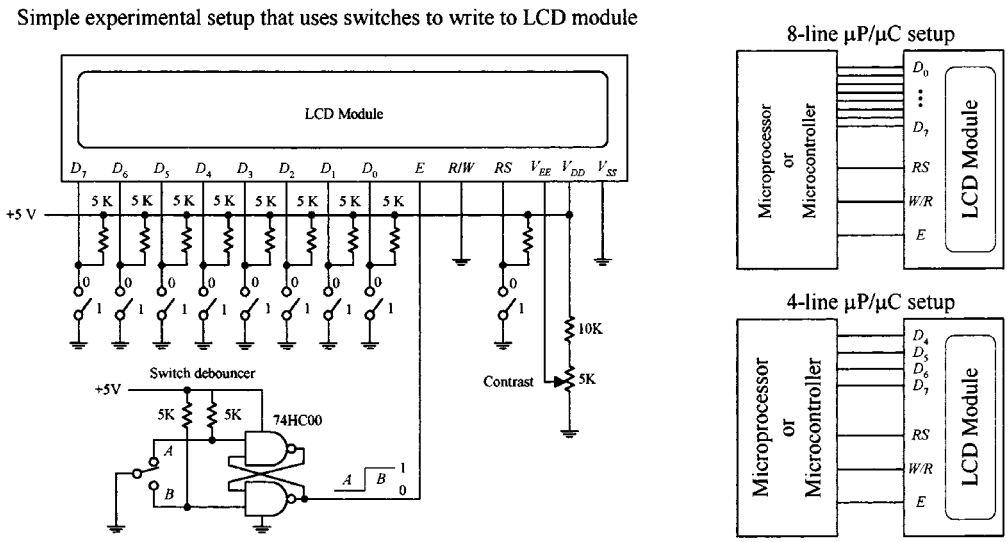

FIGURE I.19
Figure I.19 shows a simple test circuit that is quite useful for learning how to send commands and character data to the LCD module. (In reality, the LCD module is connected to a microprocessor or microcontroller, as shown to the left in the figure. We'll discuss these interfaces later in this section.) In this circuit, switches connected to data inputs use pullup resistors in order to supply a high (1) when the switch is open or supply a low (0) when the switch is closed. The enable input receives its high and low levels from a debounced toggle switch. Debouncing the enable switch prevents the likelihood of multiple enable signals being generated. Multiple enable signals tend to create unwanted effects, such as generating the same character over and over again across the display. The 5-kΩ pot is used for contrast. Note that in this circuit we've grounded the *R/W* line, which means we'll only deal with writing to the display.
The 4-bit transfer is frequently used when the LCD module is interfaced with a microcontroller that has limited I / O lines. See Fig. I.19.